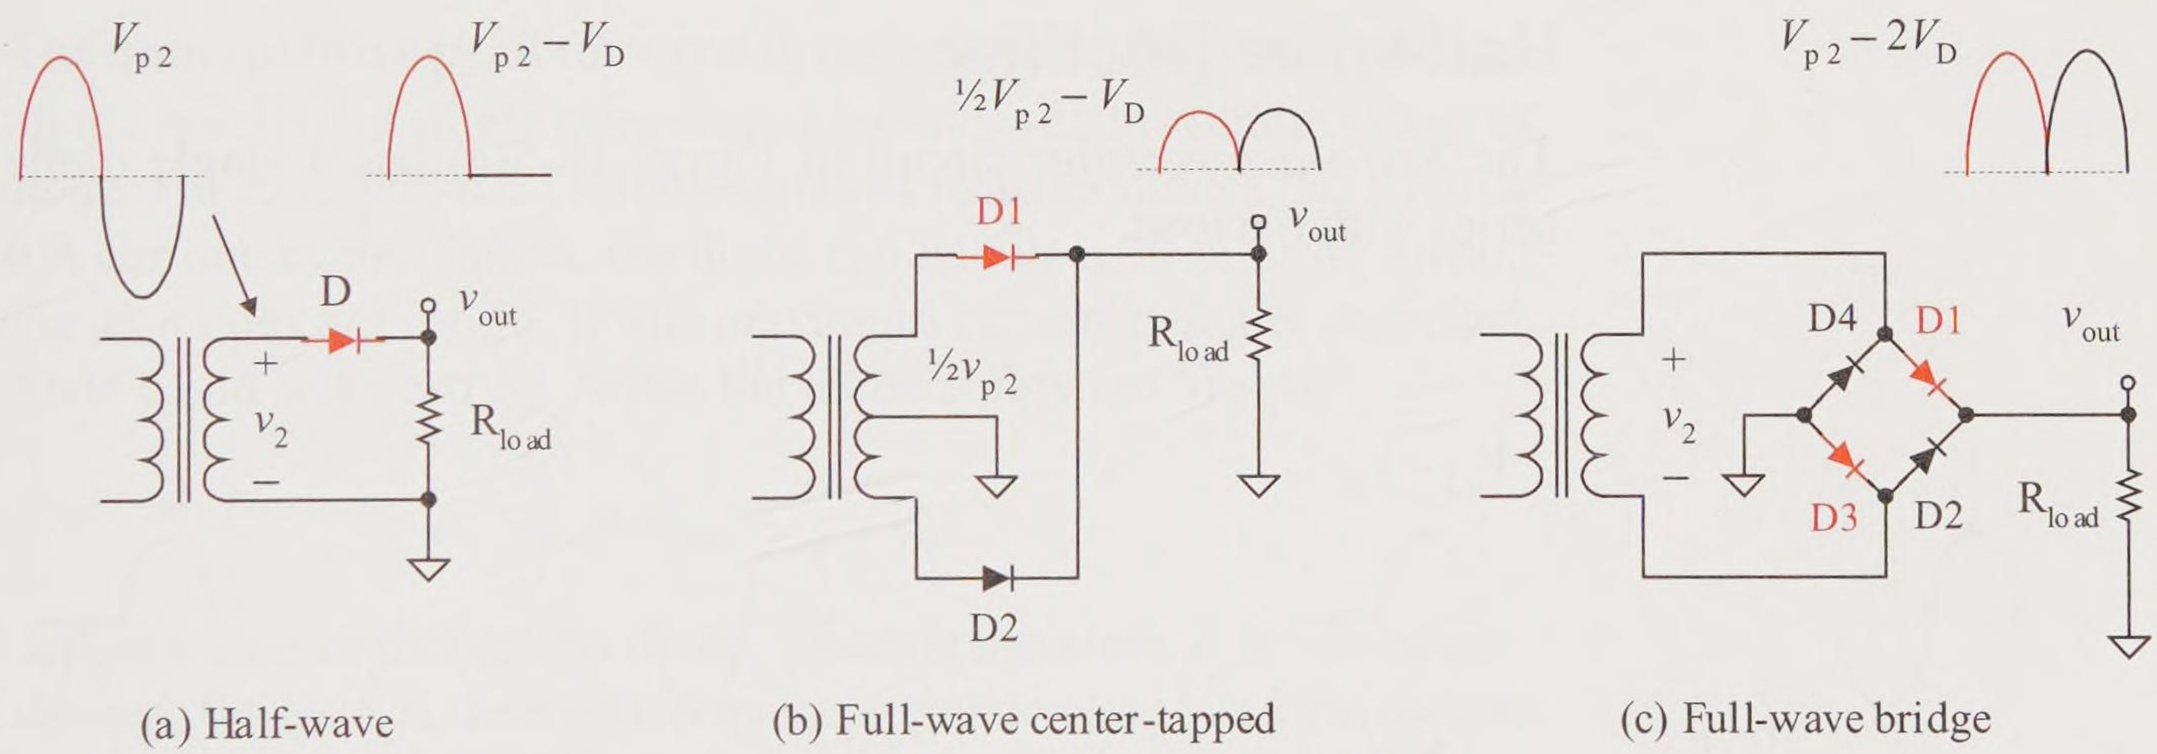

Figure 18-4 Basic rectifier circuits
The three basic rectifier circuits used in dc power supplies are shown in Figure 18-4, where V_{p2} is the peak voltage of the full secondary voltage, which is a sine wave; and V_D is the forward voltage drop across a diode. Before analyzing each rectifier circuit in detail, first look at the basic configurations and the resulting output wave shapes and peak output voltage values.
a. The **half-wave rectifier** circuit of Figure 18-4(a) produces *one cycle* of output for each cycle of input. On the *positive half cycle*, the diode D is forward biased on and the output voltage is the *full* secondary voltage v_2 less the diode D voltage drop. The output signal is always 0 V or greater, therefore the average or dc voltage is positive.
b. The **full-wave center-tapped rectifier** circuit shown in Figure 18-4(b) produces *two cycles* of output for each cycle of input. On the *positive half cycle*, the diode D1 is forward biased on
c. The **full-wave bridge rectifier** circuit of Figure 18-4(c) produces *two cycles* of output for each cycle of input. On the *positive half cycle*, the D1 and D3 diodes are forward biased on and the output voltage is the *full* secondary voltage v_2 less the D1 and D3 forward voltage drops. On the *negative half cycle*, the D2 and D4 diodes are forward biased on and the output voltage is the *full* secondary voltage v_2 less the D2 and D4 voltage drops. The output voltage is 0 V or greater, therefore the average or dc voltage is positive.